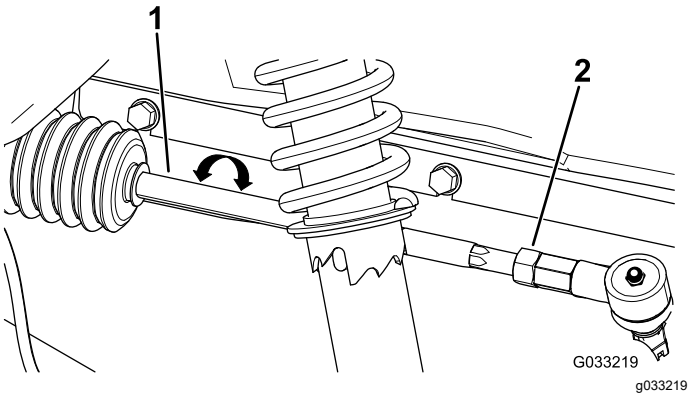

Figur 58
2. Hvis målene ikke er mellom 0 og 6 mm, løsne låsemutteren i den ytre enden av parallellstagene (Figur 58).